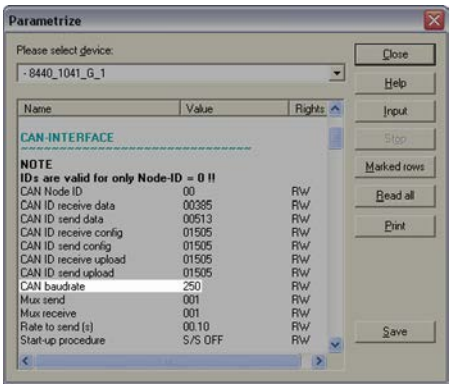

Fig. 190: Baud rate configuration (example LeoPC1)
2. For the first IKD 1 configure the baud rate as shown in (Fig. 190).